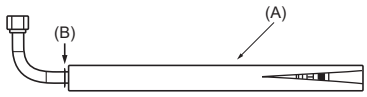
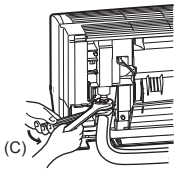

Fig. 3-8
Fig. 3-9
3. Dans le sens du retrait du raccord en L (4), faire un raccord rapide à l’ouverture évasée de l’appareil intérieur.
4. Serrer l’écrou évasé à l’aide d’une clé à fourche double. (Fig. 3-9)
1. Couper le raccord en L (4) à l’emplacement indiqué (Fig. 3-8).
2. Insérer l’écrou évasé retiré précédemment sur la partie droite du raccord en L (4) et évaser l’extrémité du tuyau.
5. Raccorder rapidement le raccord en L (4) traité en 2) à l’ouverture évasée de l’appareil intérieur.
6. Serrer l’écrou évasé à l’aide d’une clé à fourche double. (Fig. 3-9)